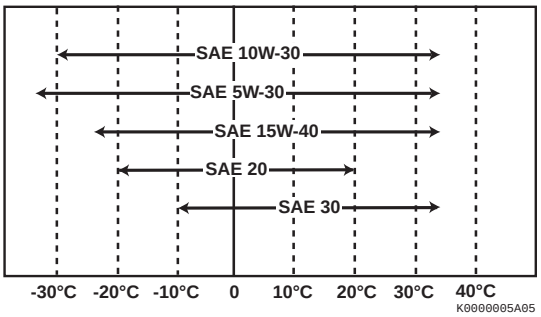

Figure 3
- *Select the oil viscosity based on the ambient temperature where the engine is being operated. See the SAE Service Grade Viscosity Chart* **(Figure 3)**.
Select the appropriate engine oil viscosity based on the ambient temperature and use the SAE service grade viscosity chart in **Figure 3**.